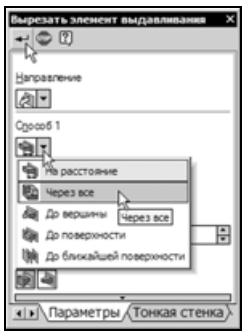

Рис. 4.22
- На панели свойств раскройте список типов выдавливания в группе **Способ 1** и выберите из него вариант **Через все** (рис. 4.22). Нажмите кнопку **Создать объект**.